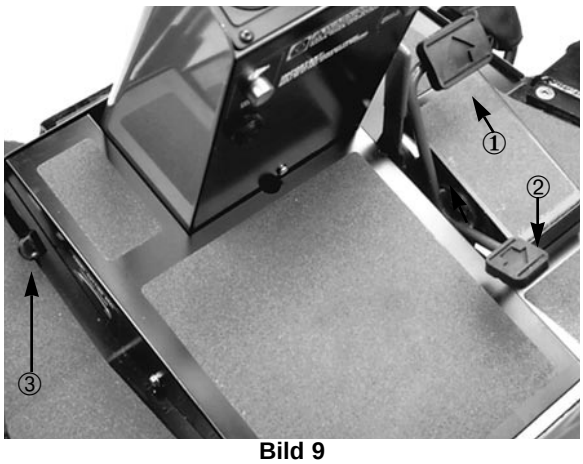
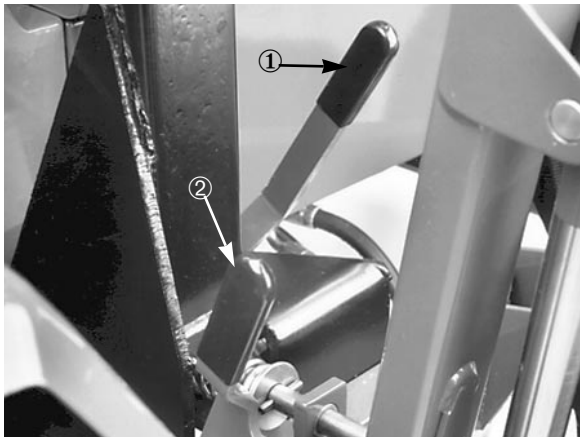

**Bild 9**
**Bild 10**
**Fahrpedal** (Bild 9)—Regelt die Vorwärts- und Rückwärtsfahrt. Die Oberseite des Pedals nach unten drücken, um vorwärts zu fahren und die Unterseite, um rückwärts zu fahren. Die Fahrgeschwindigkeit richtet sich nach dem Ausmaß, zu dem das Pedal durchgedrückt wird.
**Fahrgeschwindigkeitsbegrenzung** (Bild 9)—Regelt die Bewegung des Fahrpedals, unterstützt das Beibehalten gleichmäßiger Schnittraten und eliminiert plötzliche Geschwindigkeitsschwankungen bei unebenem Gelände.
**WICHTIG: Die Exzenterhebelmutter (Einsatz – Bild 9) läßt sich festziehen, wenn der Begrenzungsanschlag das Fahrpedal nicht mehr in der gewünschten Position hält.**
**Transportlaschen** (Bild 9 und 10)—Diese Laschen sichern die Schnittwerke zum Transport in angehobener Stellung. Die Lasche für das vordere Schnittwerk wird mit dem Fuß aktiviert (Bild 9). Handbetätigte Laschen sichern die mittleren und äußeren Schnittwerke (Bild 10).